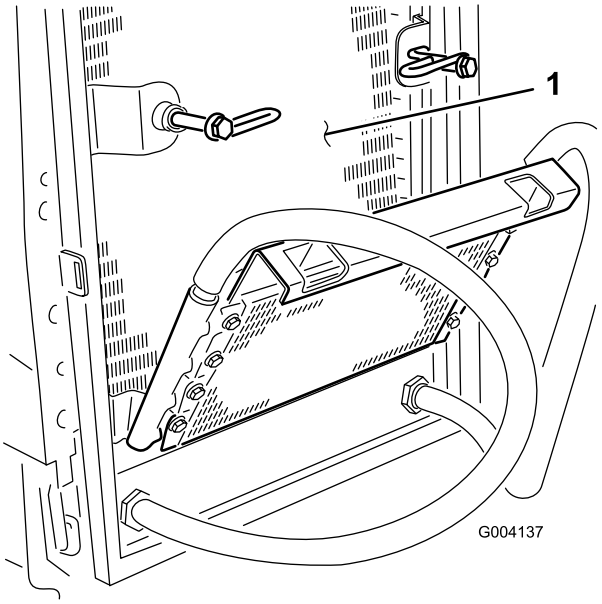

Figur 50
7. Börja från fläktsidan av kylaren och blås den ren med tryckluft med lågt tryck (3,45 bar) (använd inte vatten). Upprepa steget från kylarens framsida och därefter på nytt från fläktsidan. Rengör noga på båda sidor om oljekylaren. När kylaren och oljekylaren har rengjorts noga ska eventuellt skräp som har samlats på maskinens övriga delar (Figur 50) blåsas bort med tryckluft.